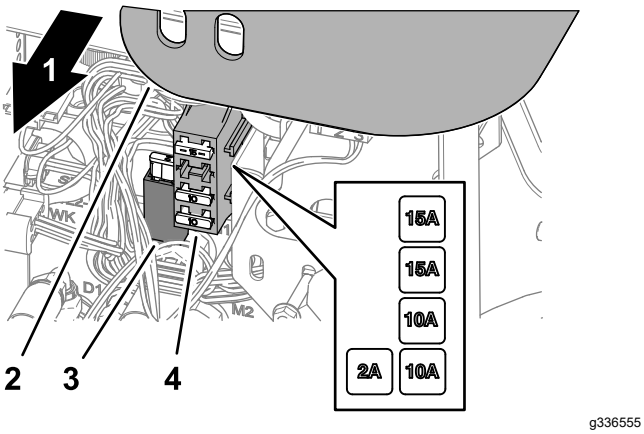

Rysunek 75
1. Zdejmij pokrywę z ramienia sterowania (Rysunek 75).
2. Zlokalizuj przepalony bezpiecznik w uchwycie bezpiecznika lub bloku bezpieczników (Rysunek 75).
4. Zamontuj pokrywę na ramieniu sterowania (Rysunek 75).